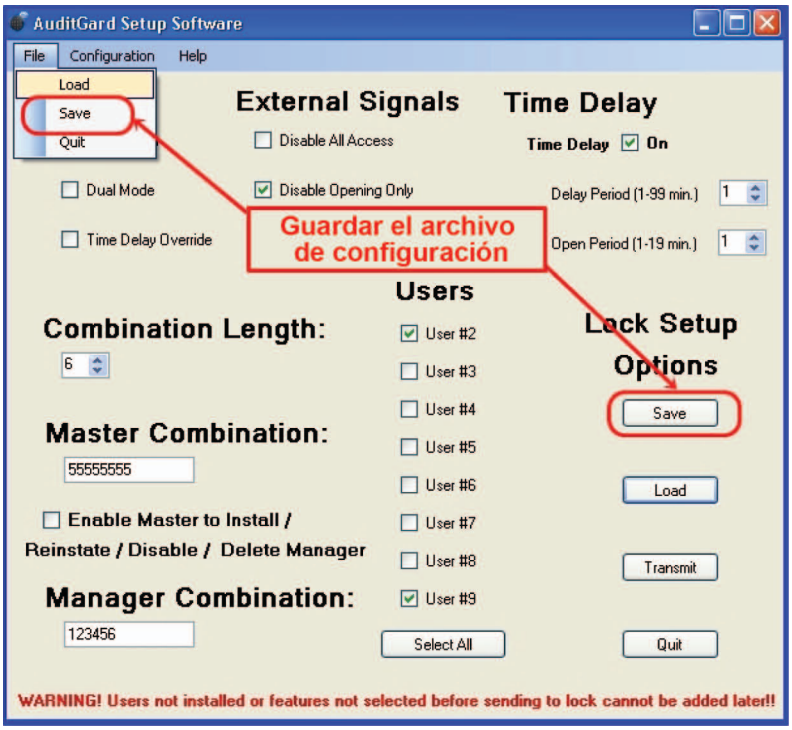

Figura 18
1. Haga clic en el botón **Save** (guardar) o bien en el botón **File** (archivo) de la parte superior de la ventana del programa y seleccione Save (figura 18).